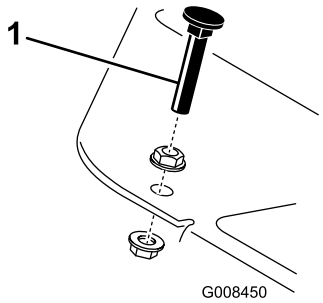

Figur 44
Tryk traktionspedalen ned. Hvis pedalen når stoppet (Figur 44), før stramning mærkes på kablet, er det nødvendigt med justering:
1. Løsn de låsemøtrikker på flangehovedet, der fastgør pedalstoppet til gulvpladen (Figur 44).